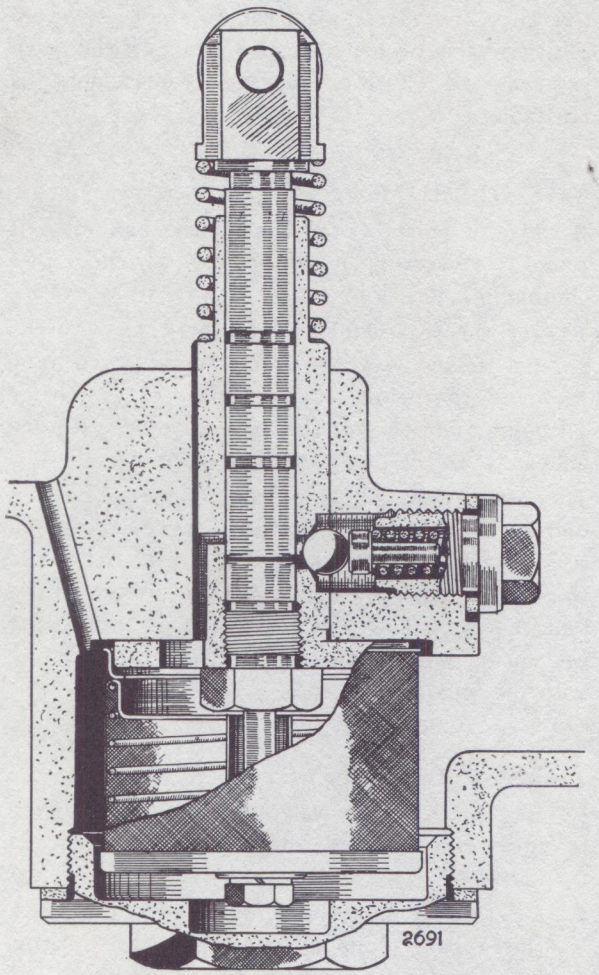

Fig. 20. *Oil pump. (On later units the filter is secured by the drain plug)*
The pump (Fig. 20) is of the plunger type and delivers oil via a non-return valve to the accumulator. Possible sources of trouble are (1) failure of the non-return valve due to foreign matter on the seat or to a broken valve spring and (2) breakage of the spring holding the pump plunger in contact with the cam.